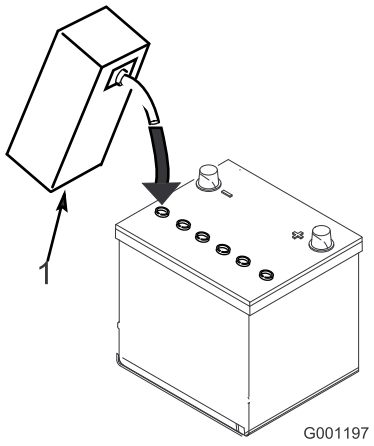

Figure 7
3. Versez de l'électrolyte avec précaution dans chaque élément jusqu'à ce que les plaques soient recouvertes d'environ 6 mm de liquide (Figure 7).
4. Attendez environ 20 à 30 minutes pour que les plaques aient le temps de s'imprégner d'électrolyte. Faites l'appoint au besoin pour faire monter le niveau de liquide à environ 6 mm en dessous du creux de remplissage (Figure 7).